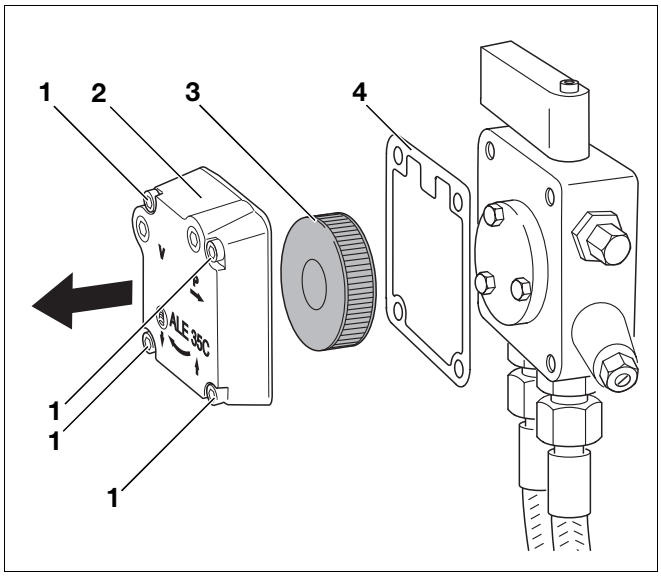

Rys. 29 Sprawdzenie filtra pompy olejowej – pompa olejowa Suntec
- Odkręcić cztery śruby imbusowe (Rys. 29, **Poz. 1**).
- Zdjąć pokrywę obudowy (Rys. 29, **Poz. 2**).
- Wyjąć filtr pompy olejowej (Rys. 29, **Poz. 3**).
- Sprawdzić, czy uszczelka (Rys. 29, **Poz. 4**) nie jest uszkodzona, i ew. ją wymienić.
- Filtr pompy olejowej (Rys. 29, **Poz. 3**) oczyścić benzyną ekstrakcyjną, w razie potrzeby wymienić i ponownie zamontować w pompie.